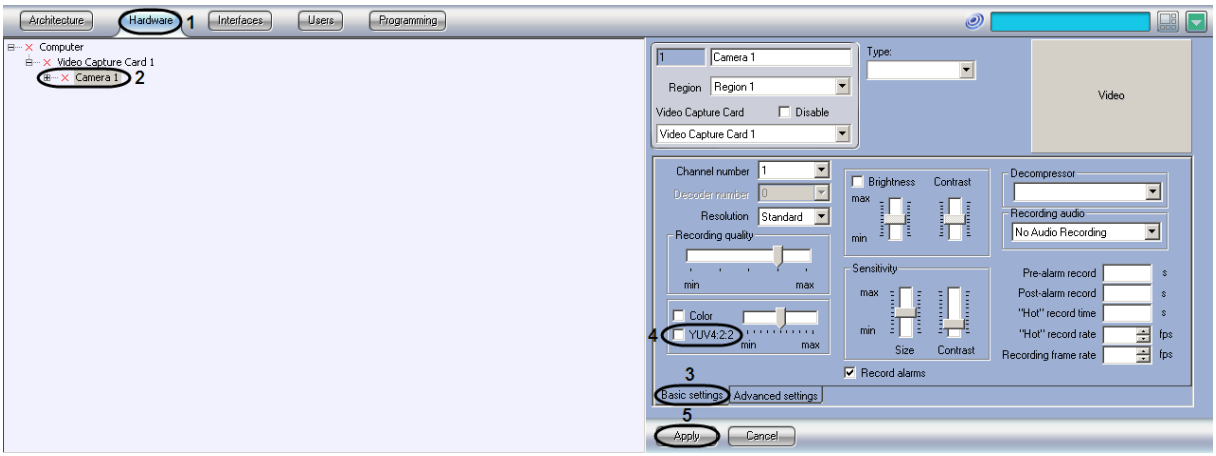

Figure 8.4-20 Selecting YUV 4:2:2 color rendition format
1. Go to the “Hardware” tab in the “System settings” dialog box (Figure 8.4-20, 1).
2. Select the “Camera” object, created before, corresponding to the camera to be adjusted, in the “Hardware” tab in the objects tree (Figure 8.4-20, 2). The settings panel for the selected object is displayed on the right of the “Hardware” tab.
3. Go to the “Basic settings” tab on the settings panel of the “Camera” object (Figure 8.4-20, 3)
4. Set the “YUV 4:2:2” checkbox (Figure 8.4-20, 4). The sight control of color rendition settings is performed using the viewing field.
5. Click the “Apply” button (Figure 8.4-20, 5).